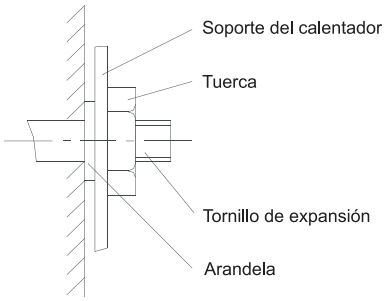

Fig. 4
2. Según la Fig. 4, determine la ubicación de los tornillos. Perfore cuatro agujeros de (Ø) 8mm de diametro, luego inserte los tornillos de expansión de Ø6mm en los agujeros.